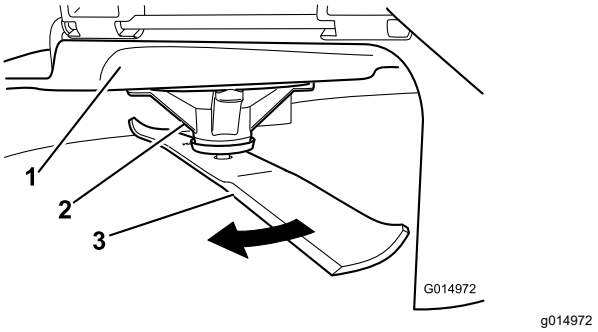

Figuur 60
2. Trek dikke handschoenen of andere adequate handbescherming aan en draai langzaam het mes in een stand die meting mogelijk maakt van de afstand tussen de maairand en het egale oppervlak waarop de machine staat (Figuur 60).